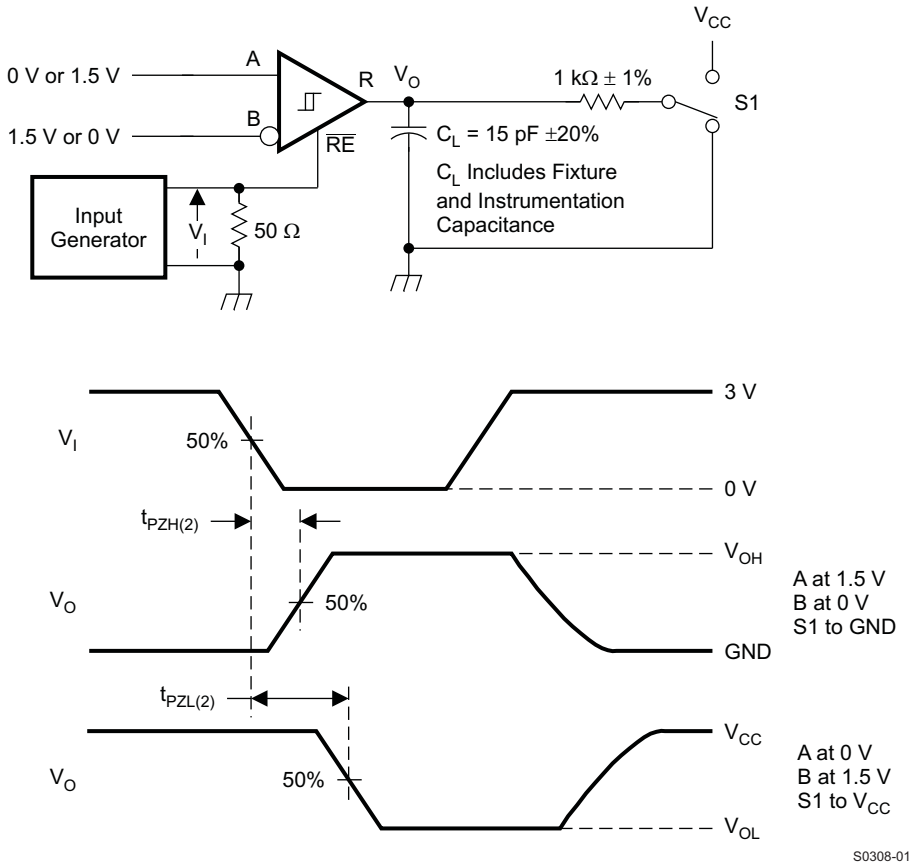

Figure 8. 'HVD1781 Measurement of Receiver Enable Times With Driver Disabled
- Changed Figure 8 title From: Measurement of Receiver Enable Times With Driver Disabled To: 'HVD1781 Measurement of Receiver Enable Times With Driver Disabled 10